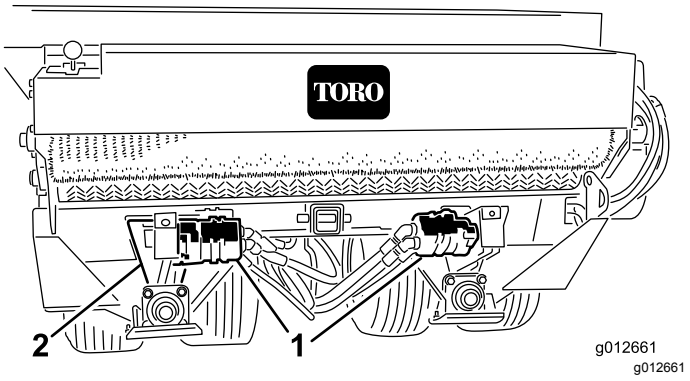

Figur 17
2. Løsn bræddeboltene og møtrikkerne, der fastgør hydraulikmotoren/-pumpen til akselholderen (Figur 17).
3. Drej motorens kædehjul (Figur 17), indtil hjuldrivkæden afbøjer 3,2 mm.